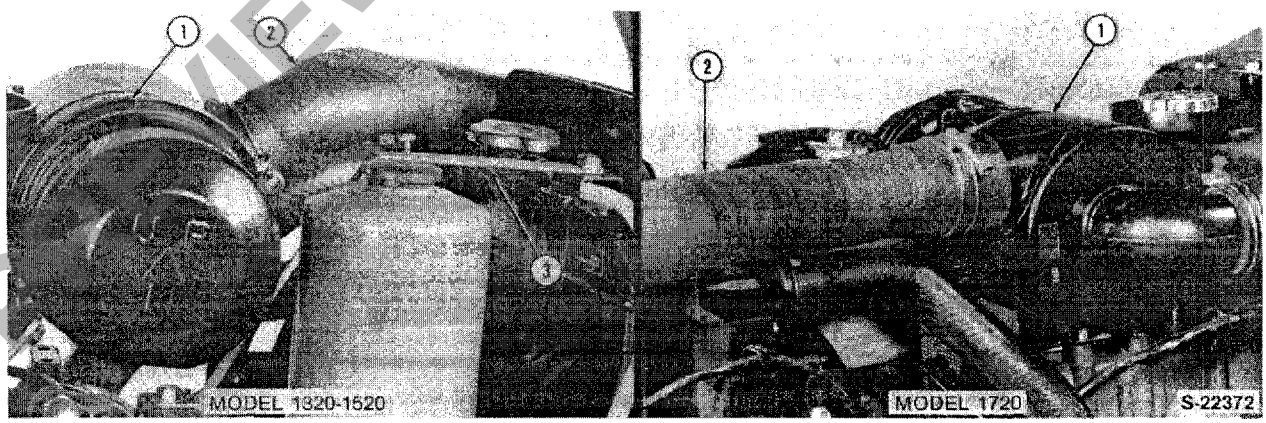

Figure 2
2. Remove the air cleaner assembly along with the air cleaner hoses, Figure 2.
3. Remove the upper radiator hose from the cylinder head, Figure 2.